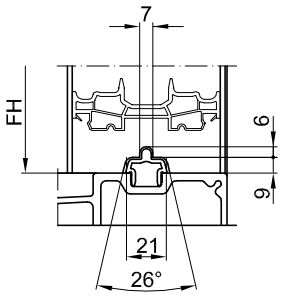

Abb. 3
1. Den Flügel (G) in Schiebestellung bringen (Griff nach unten).
2. Die Profilleiste (I) (Lieferumfang Profilhersteller) laut Vorgabe Profilhersteller ablängen, entsprechend Abb. 3 ausklinken und am Flügel (G) montieren.
3. Das Getriebe vom Flügel (H) in Schiebestellung bringen (Griff nach unten). Markierungsstichel (71) in die Riegelstellen des Getriebes einsetzten.